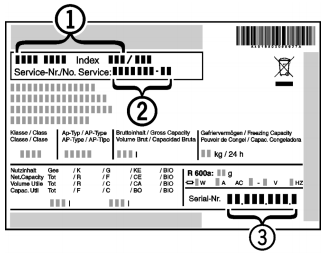

Fig. 14
▶ Read the appliance designation *Fig. 14 (1)*, service no. *Fig. 14 (2)* and serial no. *Fig. 14 (3)* from the rating plate. The rating plate is located inside the appliance on the left-hand side.
▶ Notify a qualified service provider, specifying the fault, appliance designation *Fig. 14 (1)*, service no. *Fig. 14 (2)* and serial *Fig. 14 (3)* no.